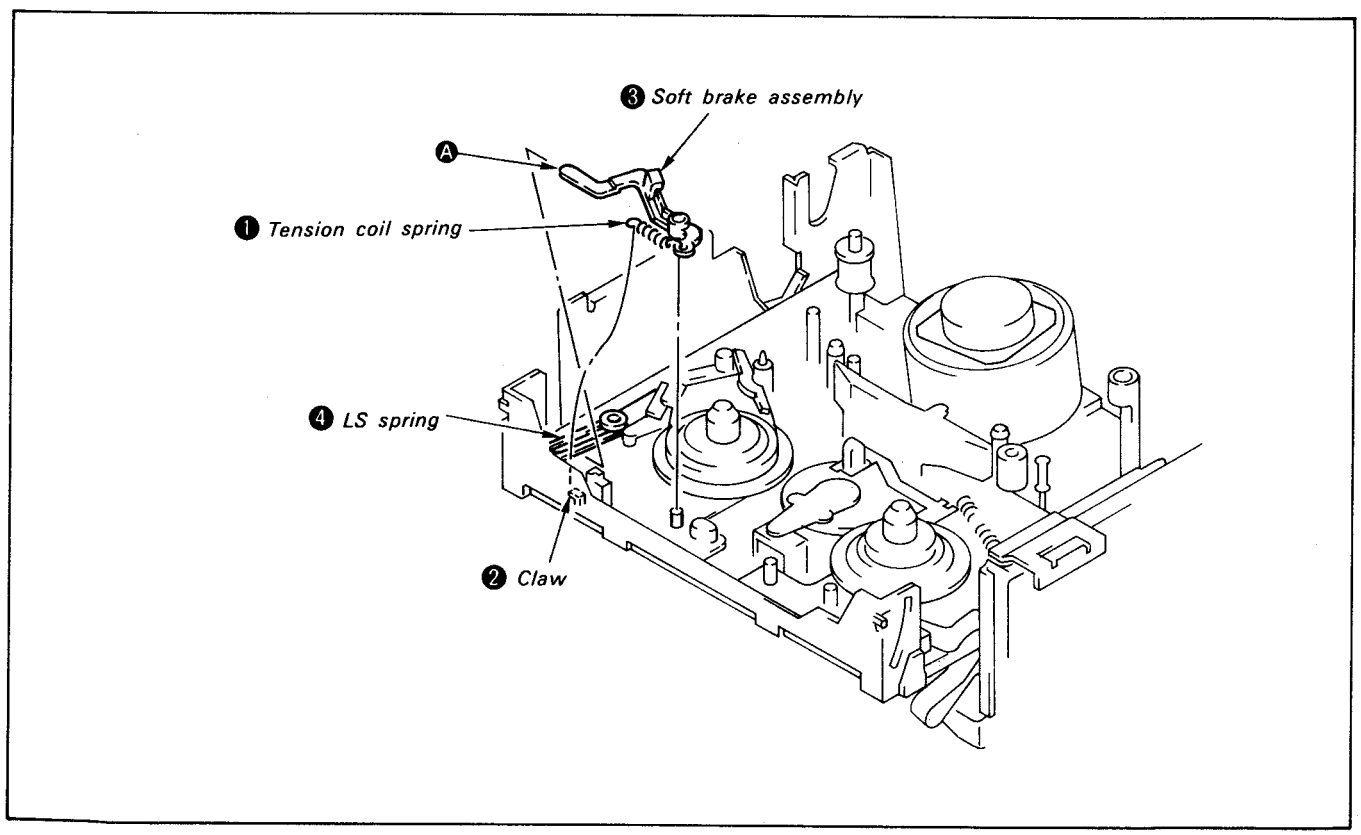

Fig. 2-20
4) Remove tension coil spring ❶ from claw ❷.
5) Remove soft brake assembly ❸. (See Fig. 2-20)